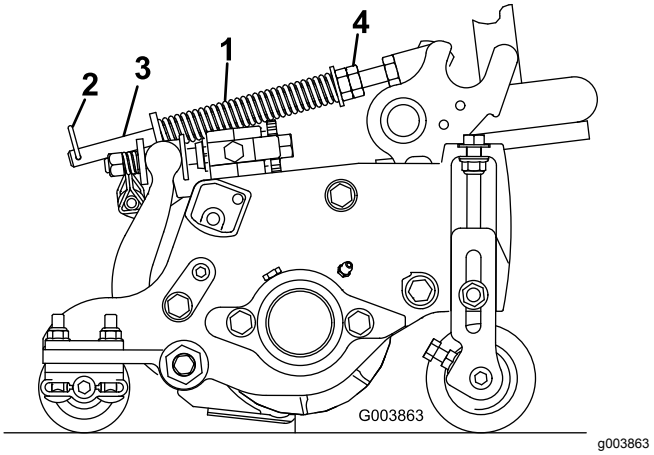

Figur 14
Plænekompensationsfjederen overfører vægt fra forrullen til bagrullen (Figur 14). Dette medvirker til at reducere dannelsen af et bølgemønster i plænen, også kaldet ondulation.
1. Sørg for, at låseclipsen er monteret i det bageste hul i fjederstangen (Figur 14).
2. Stram sekskantmøtrikkerne på forenden af fjederstangen, indtil fjederens sammentrykkede længde er 12,7 cm på 12,7 cm-klippeenheder, eller 15,9 cm på 17,8 cm-klippeenheder (Figur 14).